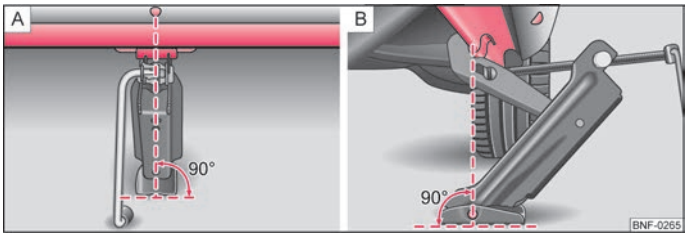

Fig. 107 Attach lifting jack
– Align the lifting jack so that its claw grasps the web ⇒ Fig. 107 - B, below the embossing in the side surface of the base plate.
– Make sure that the base plate of the lifting jack rests with its entire surface on level ground and is located vertical to the point ⇒ Fig. 107 where the claw grasps the web.